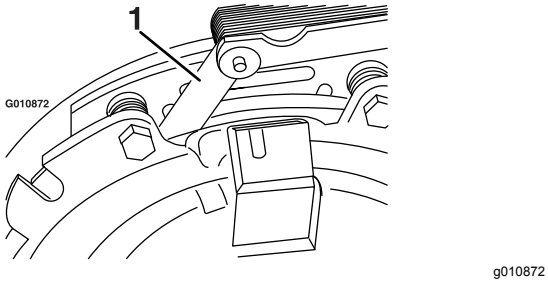
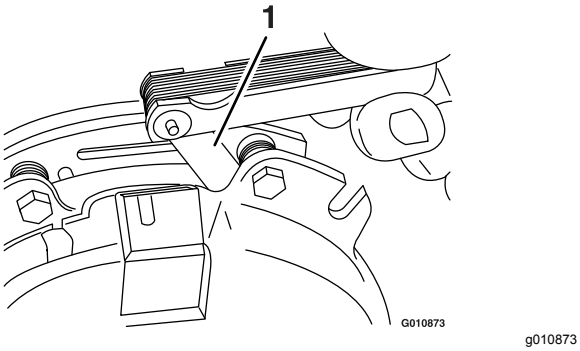

Figura 75
Figura 76
E. Usando una galga de 0.25 mm (0.01"), compruebe la presencia de un espacio entre el rotor y la cara de la armadura en ambos lados del polo del freno, según se indica en Figura 75 y Figura 76.